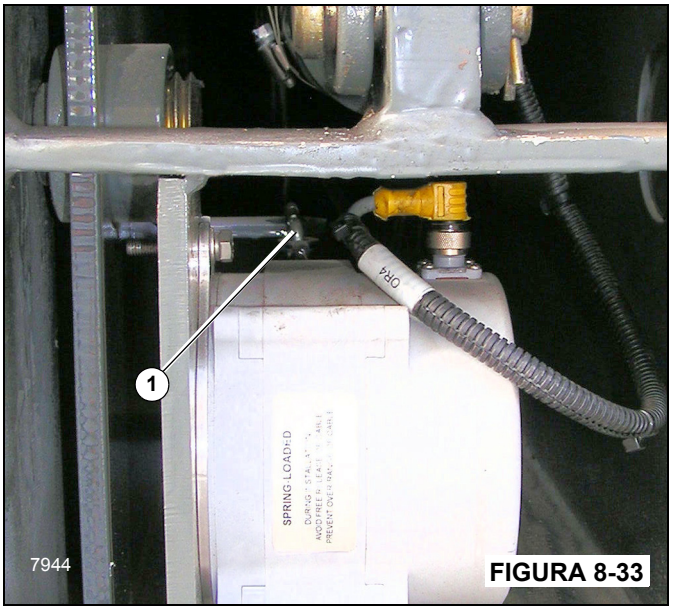

FIGURA 8-33
3. Remova o conector do potenciômetro de filamento do OMS Figura 8-33 do ponto de fixação na viga do estabilizador.